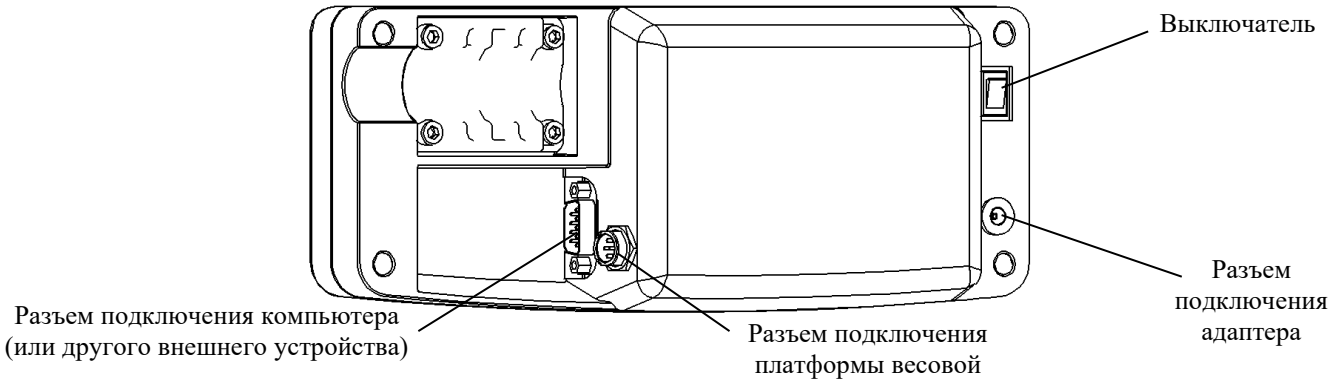

Рисунок 6.3 – Терминал
- Подсоединить разъем платформы весовой к терминалу (рис. 6.3).